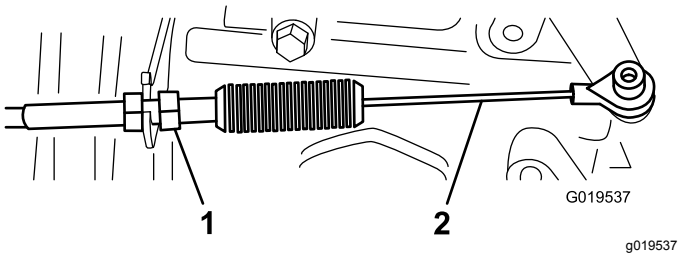
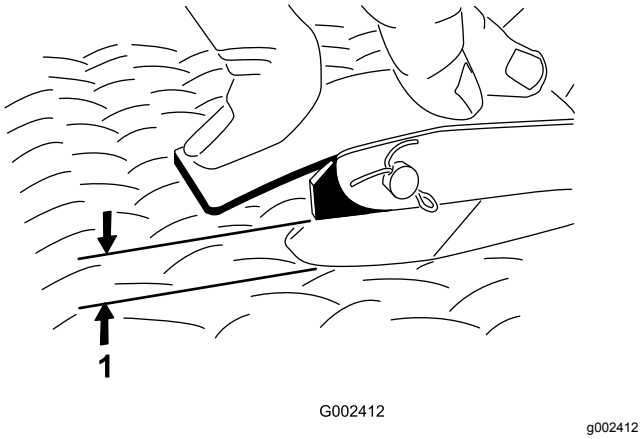

Figura 66
Figura 67
2. Regolate il giunto a sfera sul cavo dell'acceleratore (Figura 66) in modo tale che, applicando una forza di 11,3 kg al centro del pedale, si abbia un gioco compreso tra 2,54 e 6,35 mm tra il braccio del pedale dell'acceleratore e la superficie con motivo a rombi del pianale del veicolo (Figura 67).
3. Serrate il dado di bloccaggio (Figura 66).